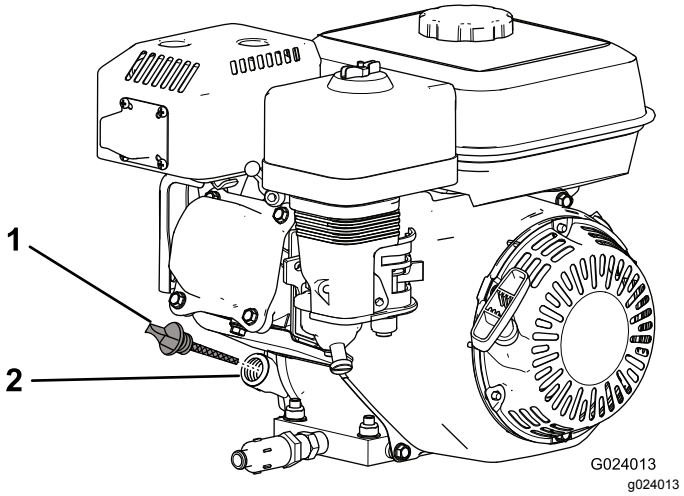

Rysunek 18
2. Wyłącz silnik, odczekaj aż ostygnie i wyczyść obszar wokół korka wlewu/wskaźnika prętowego oleju (Rysunek 18).